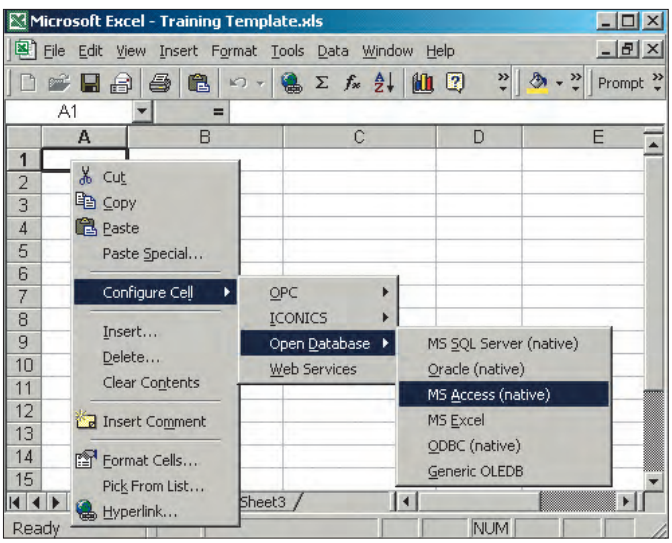

Рис. 12. Установление соединения с источниками данных
5. Будет открыто приложение MS Excel с шаблоном для редактирования. Для того чтобы установить связь с источниками данных, необходимо выделить ячейку (или группу ячеек) и щёлкнуть правой клавишей мыши. Выберите пункт **Configure Cell** (или **Configure group**, если была выделена группа ячеек) из выпадающего меню, как показано на рис. 12, и установите соединение с тегами OPC, базами данных, Web-сервисами и т.д.
1. Щёлкните правой клавишей мыши на ячейке и выберите пункт **MS Access**, как показано на рис. 12.